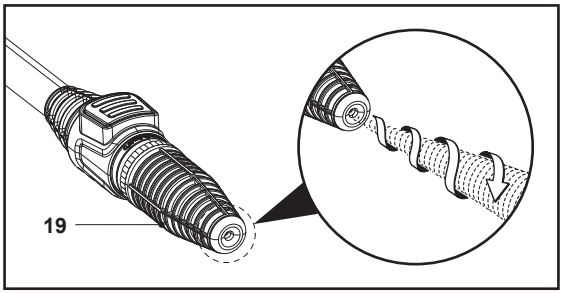

Fig. 12
La boquilla turbo (19) gira a medida que pulveriza chorros de agua a alta presión para un lavado eficaz (Fig. 12).